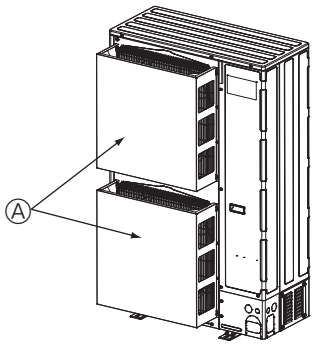

Fig. 2-4
② Installez un guide de protection d’air si l’appareil est installé à un endroit où des vents violents, en cas de typhon par exemple, risquent de souffler directement dans la sortie d’air. (Fig. 2-4)